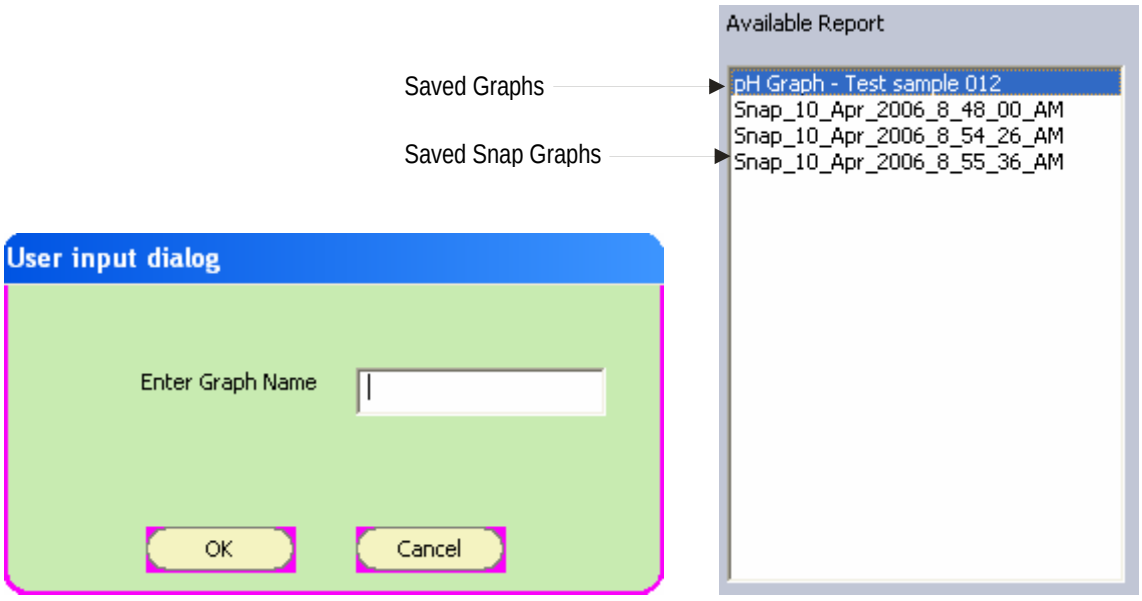

Figure 39 : Saving a graph
6. Click **Save** button, if you wish to save the graph. A dialog appears. (Figure 39)